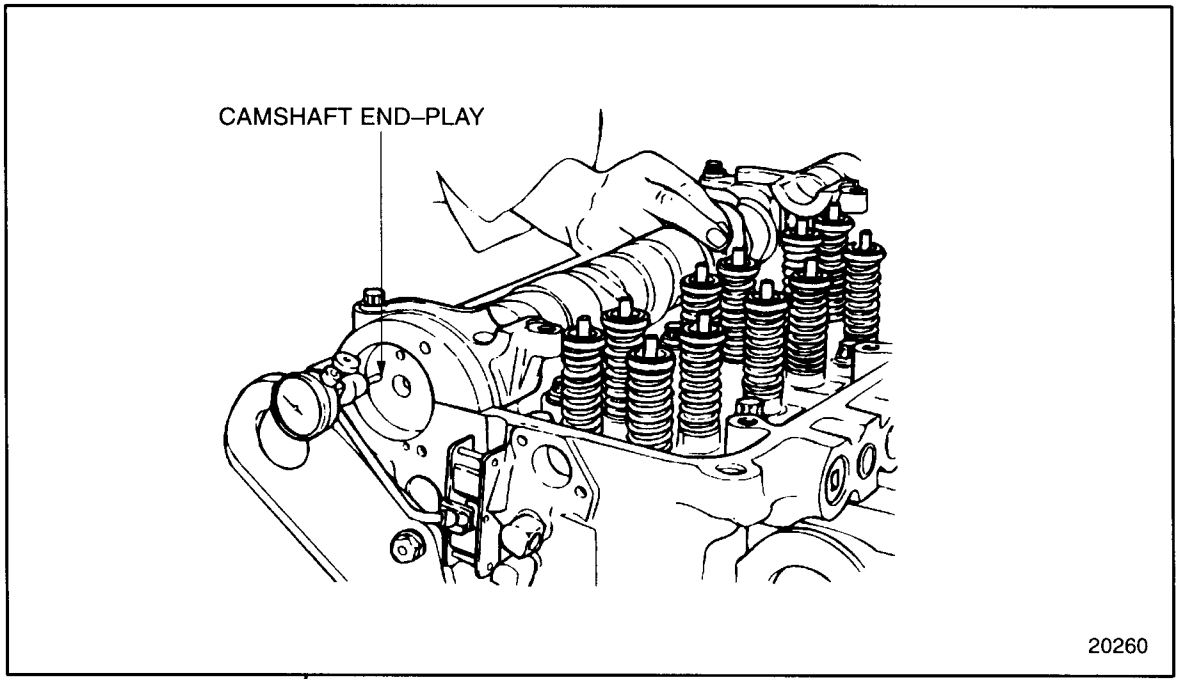

Figure 1-403 Camshaft End Play
1. Install the dial indicator so that the pointer is in contact with either the camshaft drive gear-to-camshaft retaining bolt, or at the rear end of the engine, in contact with the end of the camshaft. See Figure 1-403.